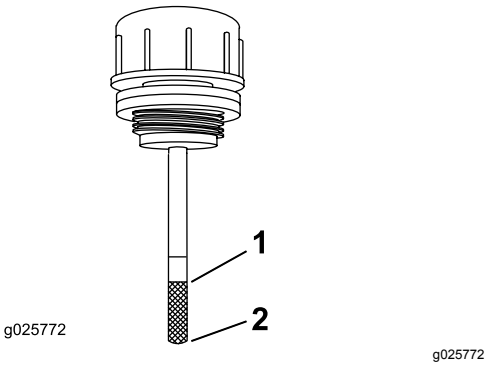

Figur 71
5. Rengör området runt oljestickan i hydraulsystemets tank (Figur 71).
6. Ta bort oljestickan från hydraultanken (Figur 71).
8. Ta ut oljestickan och titta på änden (Figur 71). Om vätskenivån är vid påfyllningsmarkeringen häller du sakta så mycket vätska i hydraultanken som behövs för att öka nivån till fullinjen.